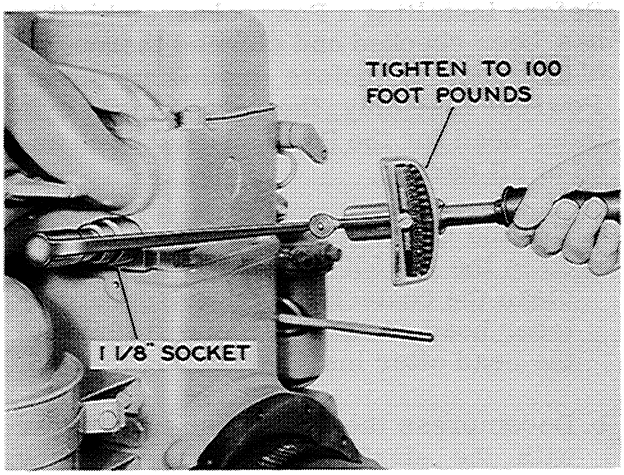

Figure I-48. Tighten Powrcel Clamp Screw with Torque Wrench
4. Using a torque wrench and 1-1/8 inch socket, tighten the Powrcel Clamp Screw to 100 foot pounds, Figure I-48. The clamp screw must be tightened to 100 foot pounds to insure a tight seal between the Powrc el Body and the cylinder head, and between the Powrcel Cap and Body.